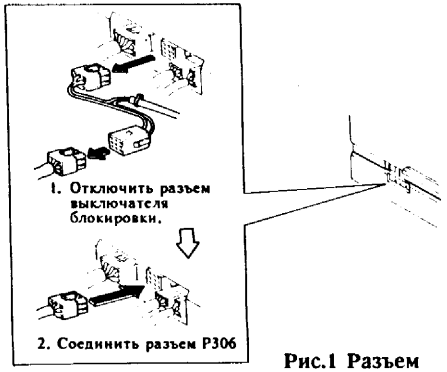

Рис.1 Разъем
3. Установить разъем выключателя блокировки P/J306 в положение с отключенным сортером (рис.1).